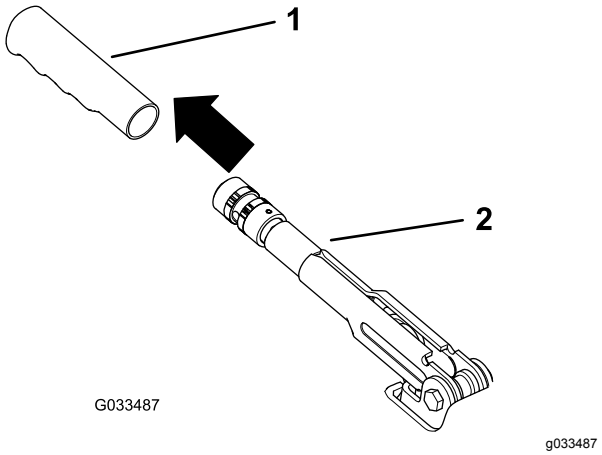

Figur 56
1. Fjern gummihåndtaket fra parkeringsbremsespaken (Figur 56).
5. Monter gummihåndtaket på parkeringsbremsespaken (Figur 56).